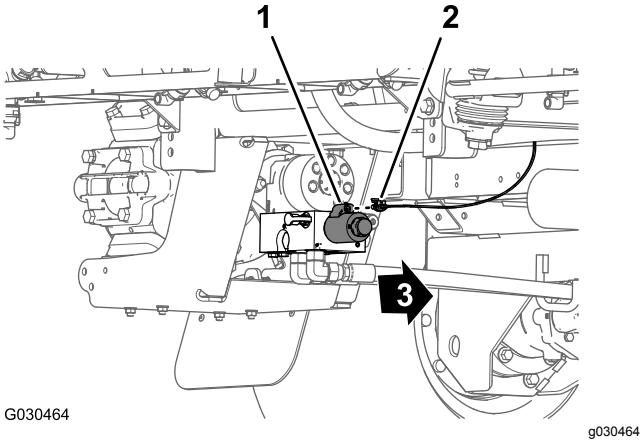

Figur 95
1. På maskinens bagende inde fra sprøjtepumpen tilsluttes konnektoren med 2 sokler mærket **Spray Pump Solenoid** (sprøjtepumpens solenoide) på 86,6 cm (34") afgreningen af ledningsnet til konnektoren med 2 ben på pumperelæet (Figur 95).